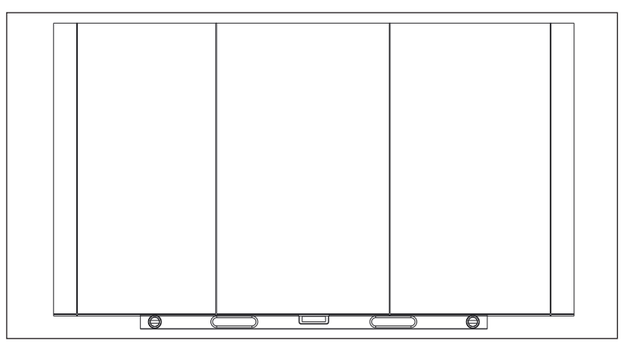

Figure 2: *Use Digital Level to Draw Horizontal Line*
- **b.** Use a digital level to draw a horizontal straight line from that point. Refer to **Figure 2**. Draw the line to the edges of the display.